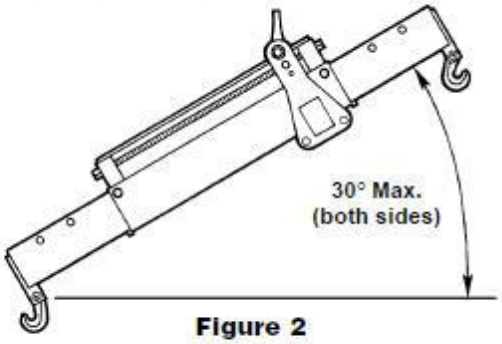
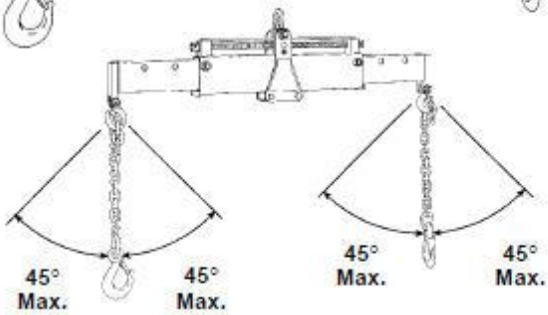

Figure 2
Figure 3
- **Do not attempt to lift a load that exceeds the maximum capacity of 10,000 lbs. / 4,540 kg. Overloaded equipment can fail and cause personal injury. To ensure the load bearing chains are not stressed beyond their capacities, do not adjust the load rotor to an angle greater than 30° (see Figure 2), and do not spread the load bearing chains more than a total of 90° for both chains (see Figure 3).**
- **Do not adjust the load rotor to an angle greater than 30°. See Figure 2.**
- **Do not spread the load bearing chains more than a total of 90° for both chains. See Figure 3.**